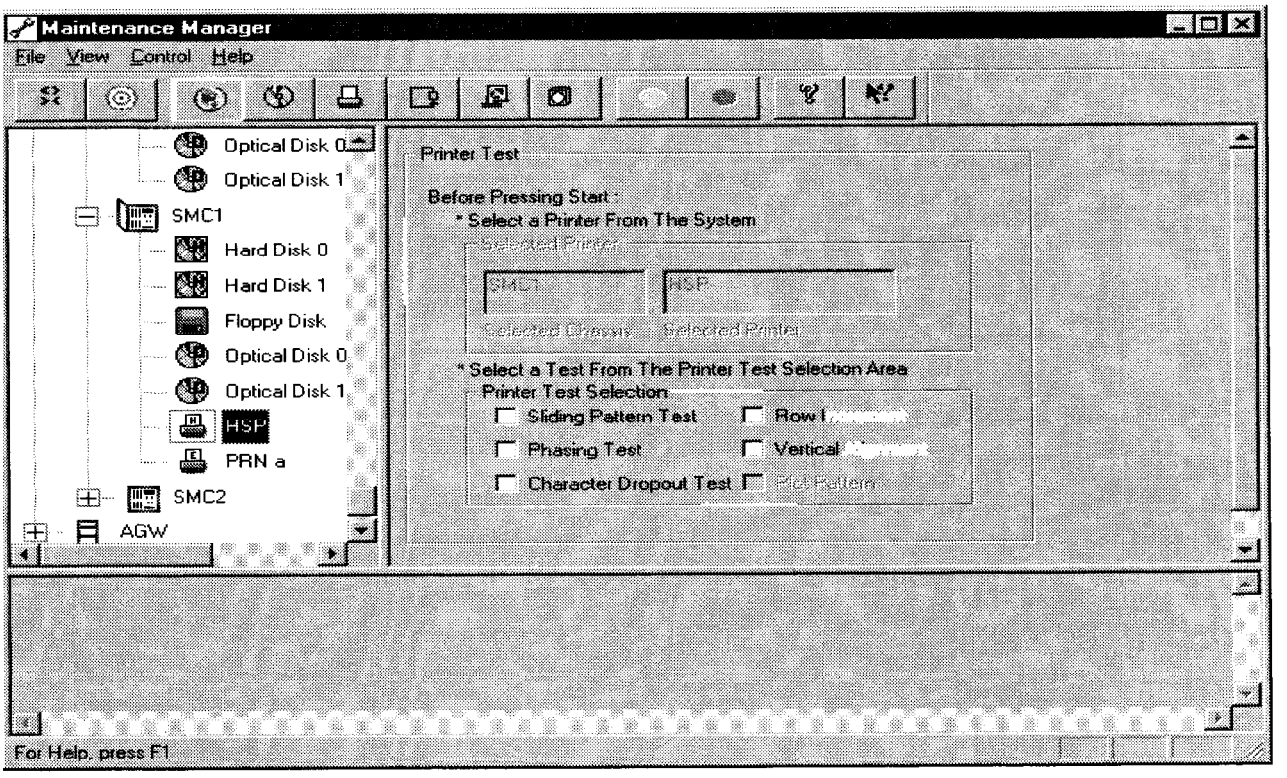

FIGURE 4-144. PRINTER TEST WINDOW
(1) Printer test. This test performs a functional exercise of the logic circuitry and data paths associated with either the High Speed or the Echo printer (Figure 4-144).